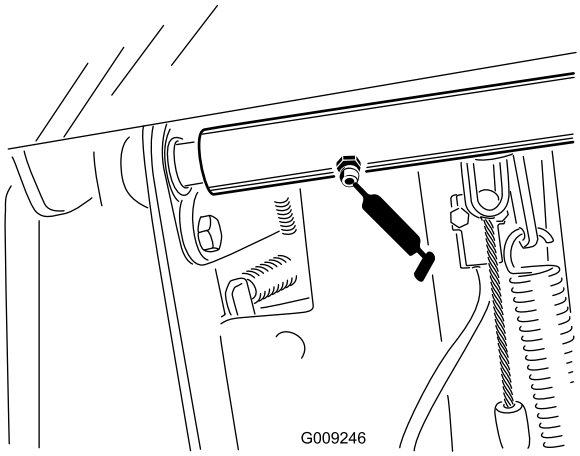

Figur 36
- Bromsaxelns svängtapplager (2) (Figur 36)